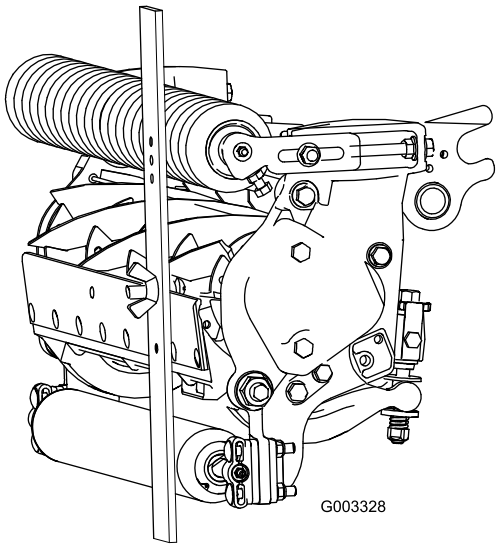

Figur 16
3. Hægt skruehovedet på bundknivens æg, og lad den bageste ende af stangen hvile på bagrullen (Figur 16).
4. Drej justeringsskruen, indtil frontrullen rører ved målestangen (Figur 16). Juster begge rullens ender, indtil hele rullen er parallel med bundkniven.